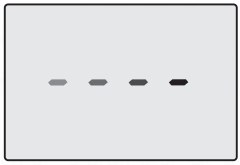
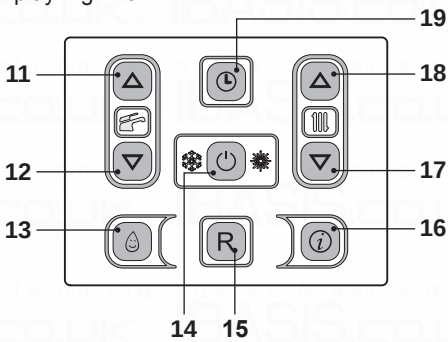

Fig. 7.4
Fig. 7.5
- Electrically power the boiler by switching on the double pole isolation switch. The LCD will display, the – – – – symbol (Fig. 7.4).
- Press the 14 key for 2 seconds until both and symbols appear on the display Fig. 7.5.
- Switch off the boiler by pressing the 14 (Fig. 7.5) key for 2 seconds until the - - - - symbol appears on the LCD display (Fig. 7.4).